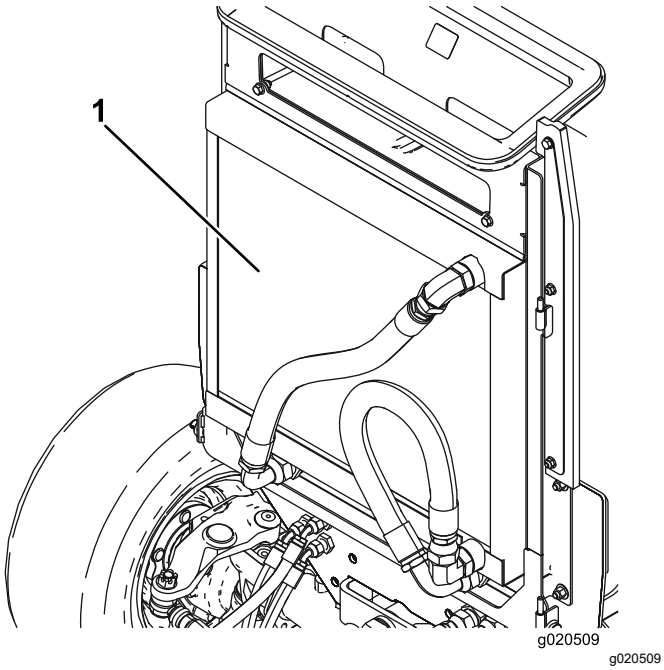

**Figur 114**
4. Rengjør begge sidene av oljekjøleren/radiatorområdet (Figur 114) grundig med trykkluft. Start fra forsiden og blås rusk ut mot bakdelen. Rengjør så fra baksiden og blås fremover og ut. Gjenta prosedyren flere ganger til alt rusk er borte.